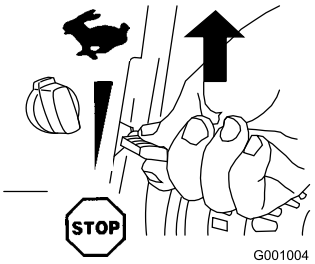

Bild 24
2. Stellen Sie den Gasbedienungshebel auf Schnell (Bild 24).